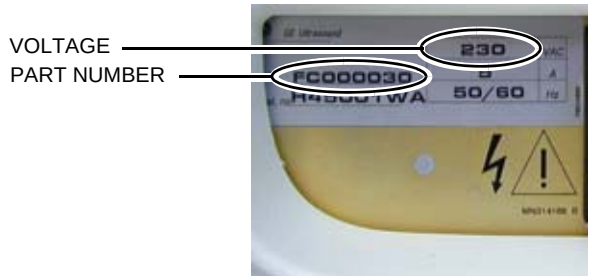

Figure 8-80 Rear of System: Voltage and Part Number
a.) Locate the correct label (sticker). See the information you recorded earlier (below Figure 8-80 "Rear of System: Voltage and Part Number" on page 8-83).